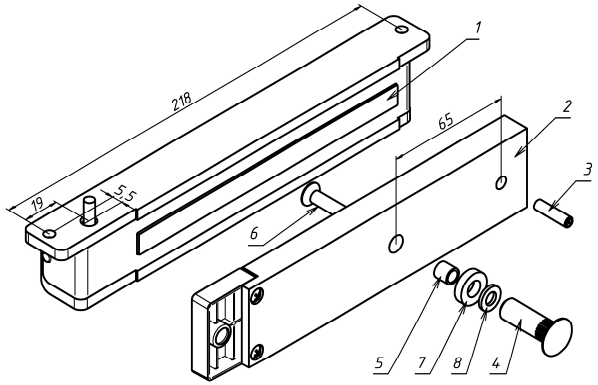

Рисунок 1
3.1 Комплект поставки (рисунок 1):
- корпус замка (1) - 1 шт.
- якорь (2) - 1 шт.